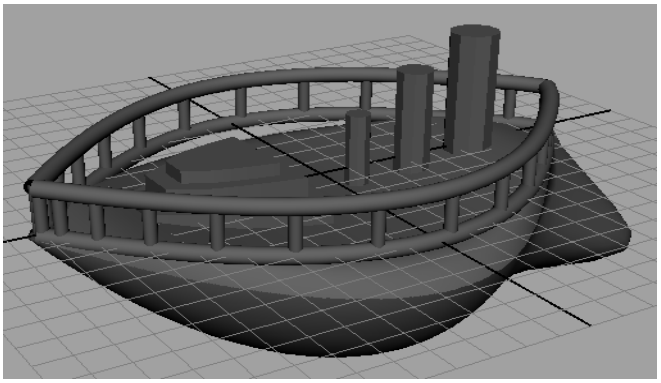

Figure 4-72 *The chimneys created*
2. Maximize the persp viewport and align the cylinders to create the chimneys, as shown in Figure 4-72.